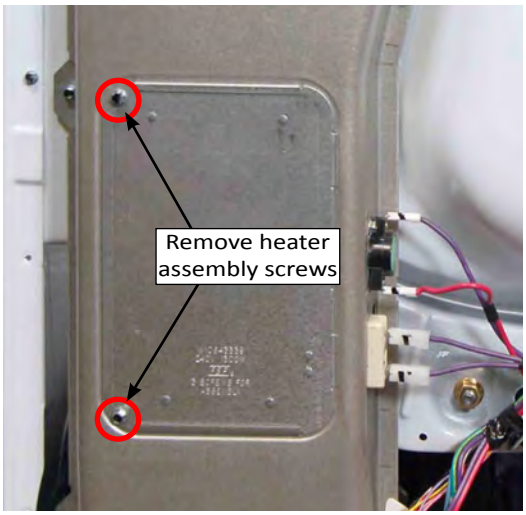

Figure 4
6. Remove the two (2) 1/4” hex-head screws securing the heater assembly to the inlet duct (see Figure 4). Remove heater assembly from dryer.